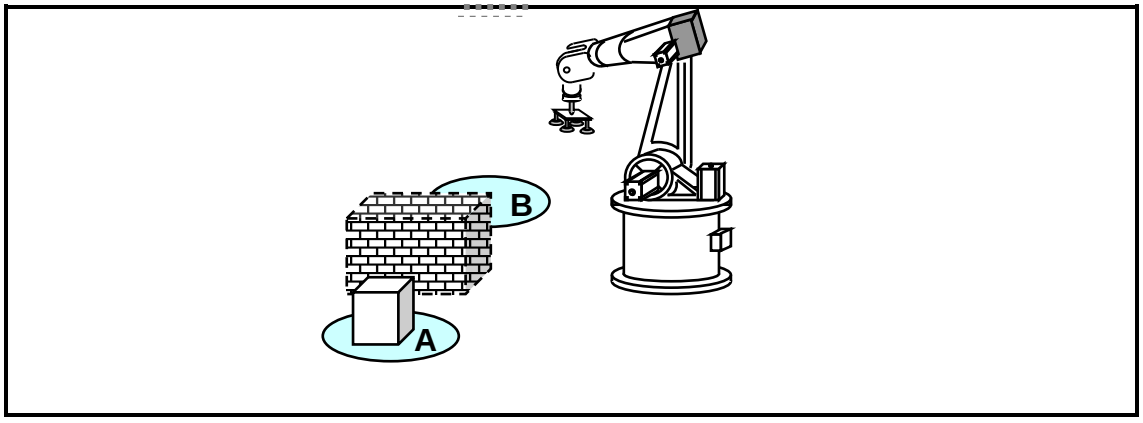

FIGUUR 2
3.3 Bestudeer FIGUUR 2 hier onder en teken die instrumentbaan. Toon die bewegingsinstruksies wat 'n mens sal gebruik om die werkstuk oor 'n struikelblok te laat beweeg. (12)